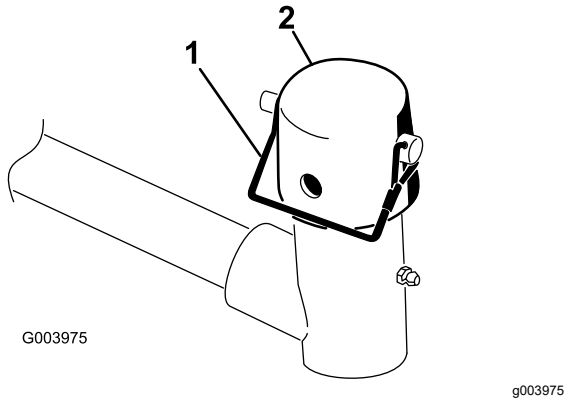

Figuur 9
2. Verwijder de borgpen en het kapje van het juk van het draaipunt van de hefarm (Figuur 9).
Opmerking: Gebruik de sleuf als een sturend maaidek is gewenst of de opening als het maaidek moet worden vastgezet in zijn stand (Figuur 9).